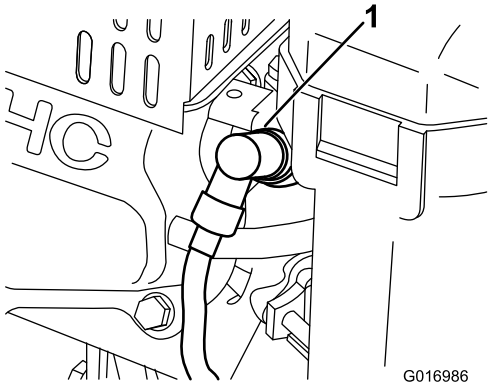

Figur 26
1. Trekk den støpte kabelen av tennpluggen (Figur 26).